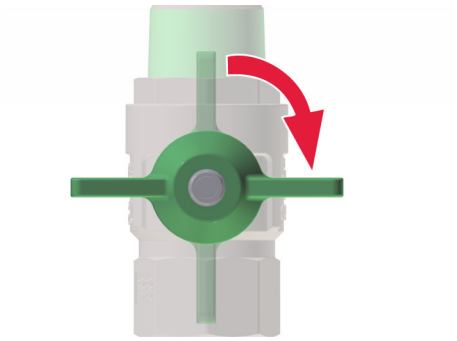

Rys. 34: Zamknięcie głównego zaworu odcinającego
1. Zamknąć wszystkie główne zawory odcinające (Rys. 34) na stacji przygotowania świeżej wody ciepłej.